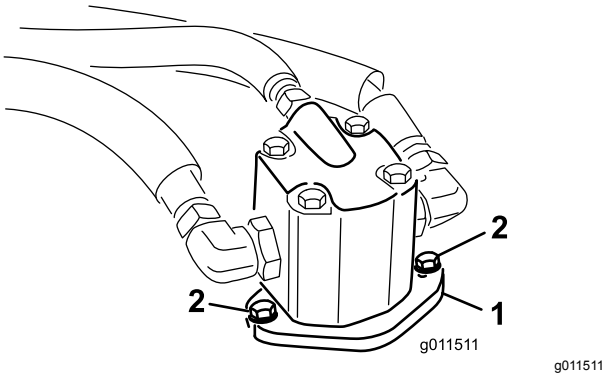

**Figur 97**
4. Fjern boltene, der fastholder hydraulikmotoren på klippeenheden (Figur 97). Løft motoren af klippeenheden, og læg den oven på enheden.